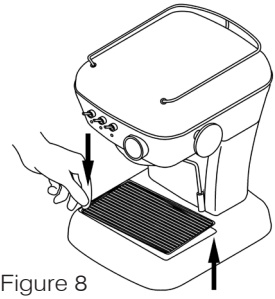

Figure 8
- Retirez régulièrement le plateau pour le nettoyer (figure 8).